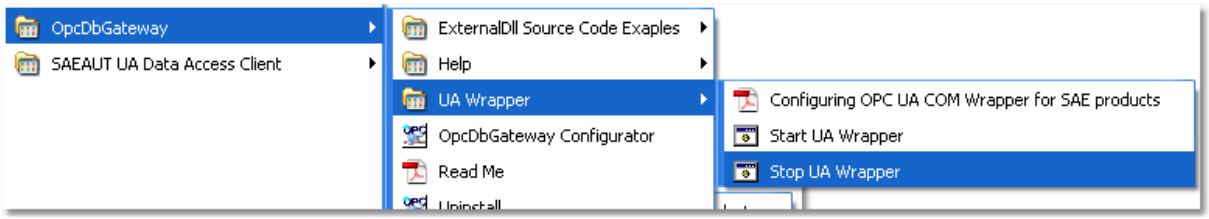

Figure 1: *UA Wrapper - Stop.*
1. Start wrapper from start⇨All Programs⇨OpcDbGateway⇨UA Wrapper⇨Start UA Wrapper (see Figure 1).
1. Start wrapper from start⇨All Programs⇨OpcDbGateway⇨UA Wrapper⇨Stop UA Wrapper (see Figure 1).